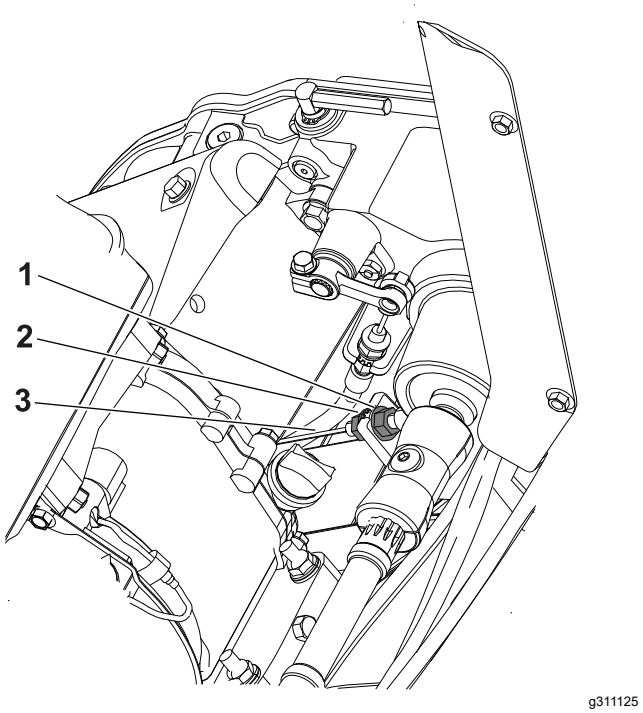

Figur 34
2. Lossa på den bakre kontramuttern och dra åt den främre kontramuttern (Figur 34).